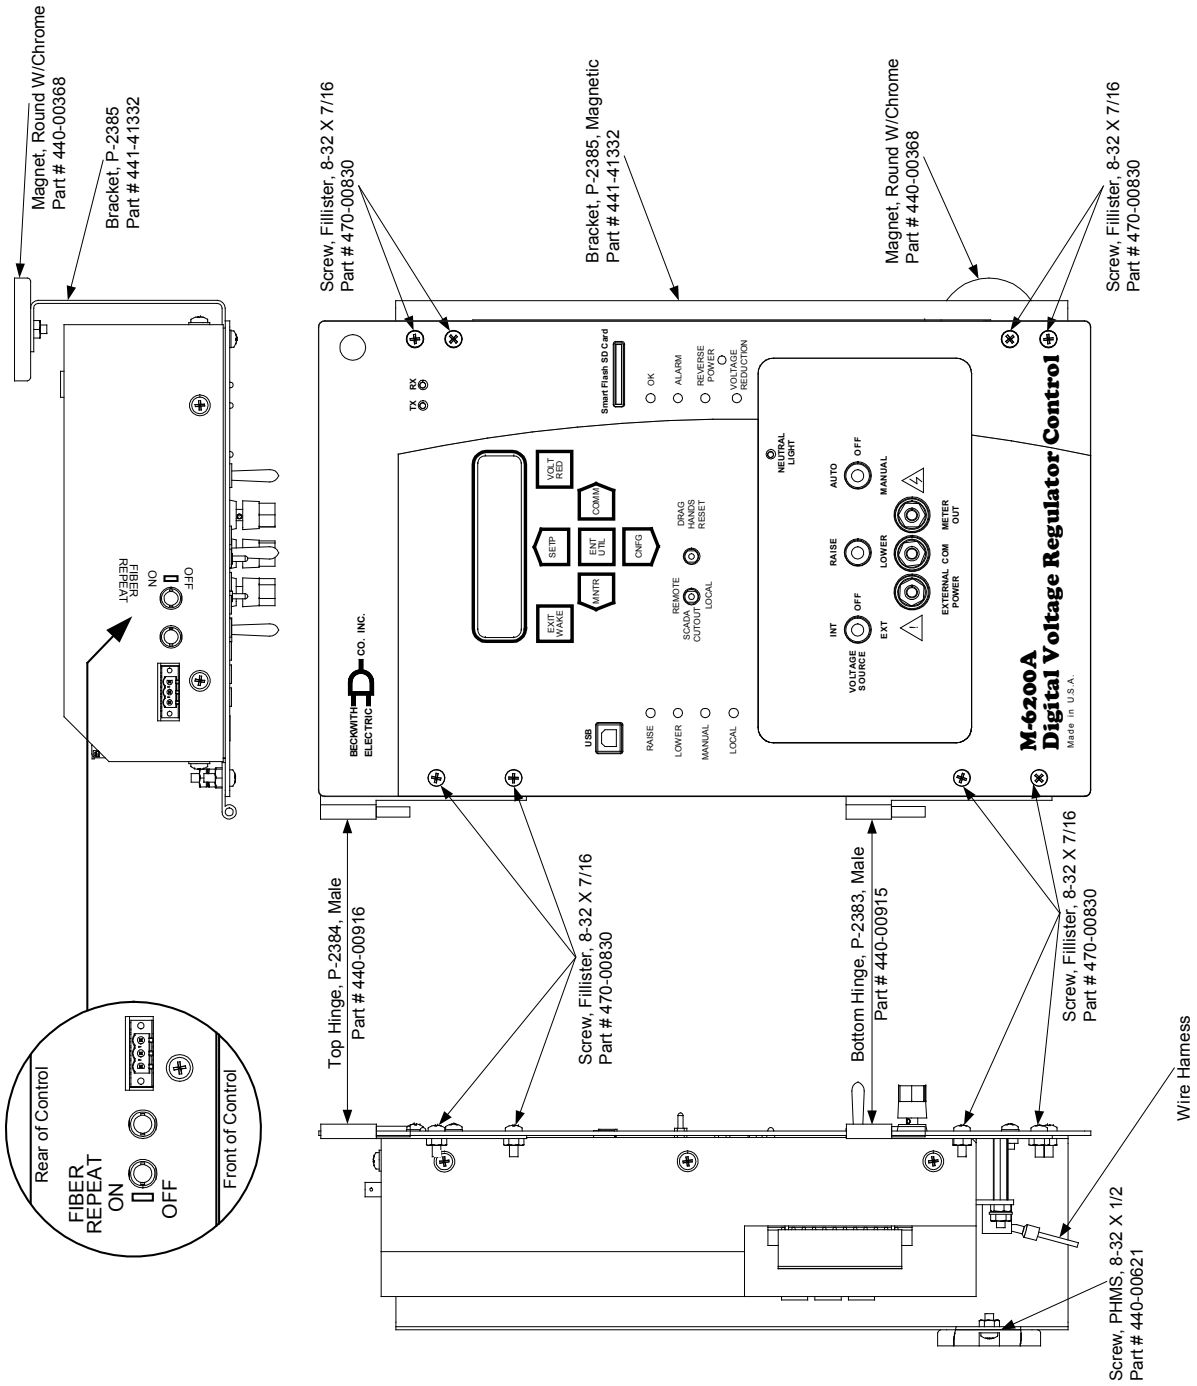

Figure 5-10 B-2271-S1/B-2271-S2, B-2271-S3/B-2271-S4 Hardware Kit Orientation
■ **NOTE**: Refer to Figure 5-10 for location and orientation of hardware kit items.